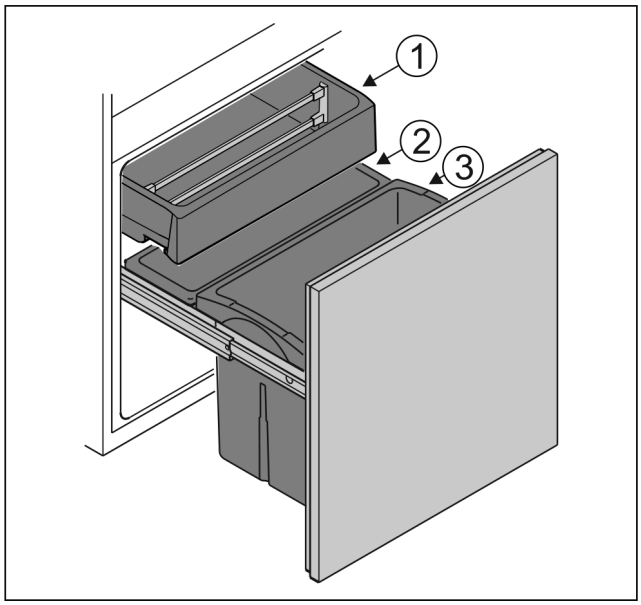

Fig. 68
- ▶ Recipient *Fig. 68 (1)*: Depozitați legume și fructe meridionale neambalate.
- ▶ Recipient *Fig. 68 (2)*: Depozitați sortimente de fructe și legume mici neambalate.
- ▶ Recipient *Fig. 68 (3)*: Depozitați sticle individuale.